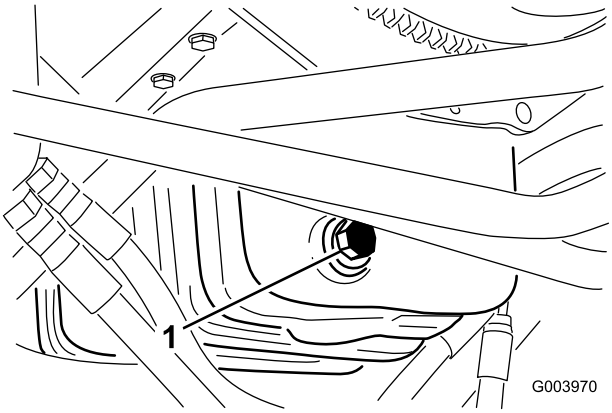

Figur 63
1. Ta bort avtappningspluggen (Figur 63) och låt oljan rinna ned i ett avtappningskärl.